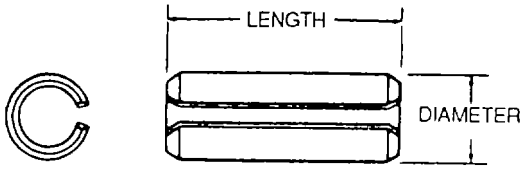

Figure 2-50. Spring Pin
d. Spring Pins. The spring pin, as shown in figure 2-50, is a slotted or coiled and chamfered pin, heat-treated to achieve optimum toughness, resilience, and shear strength Spring pins are stronger than mild carbon steel straight pins, taper pins, or grooved pins of equivalent sizes.